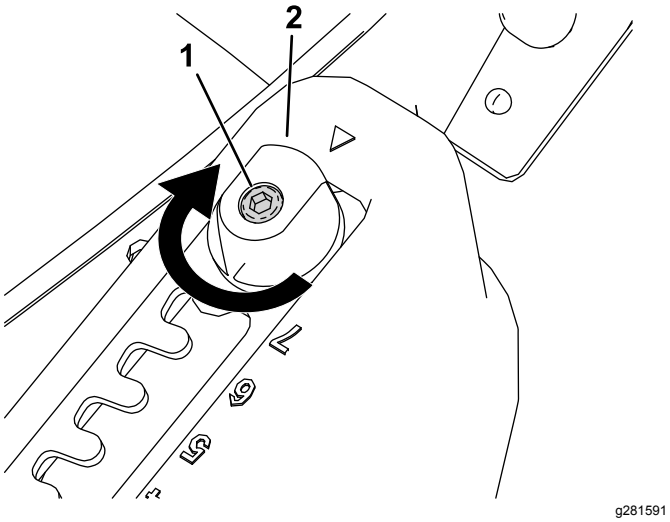
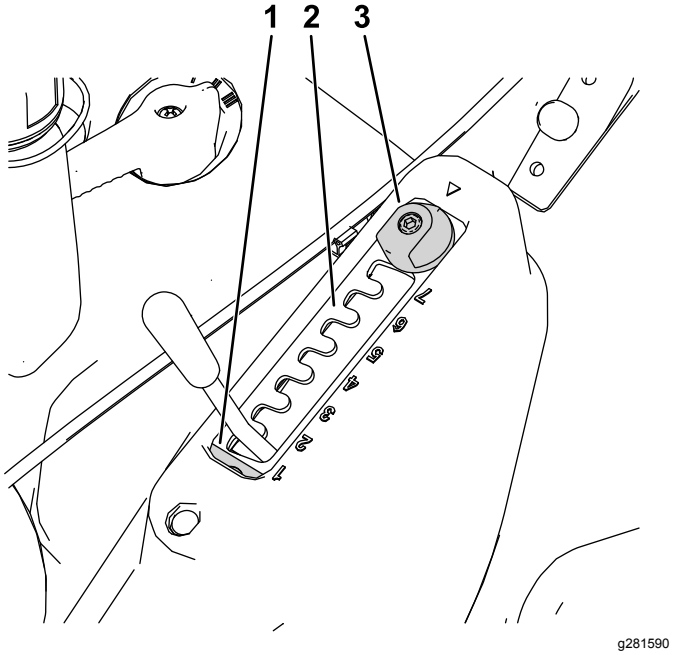

Figur 12
Figur 13
1. Løsn vælgerpladens låsebolt med en unbrakonøgle (Figur 12).
2. Drej matchcut-justeringsanordningen 180° (Figur 12 og Figur 13).